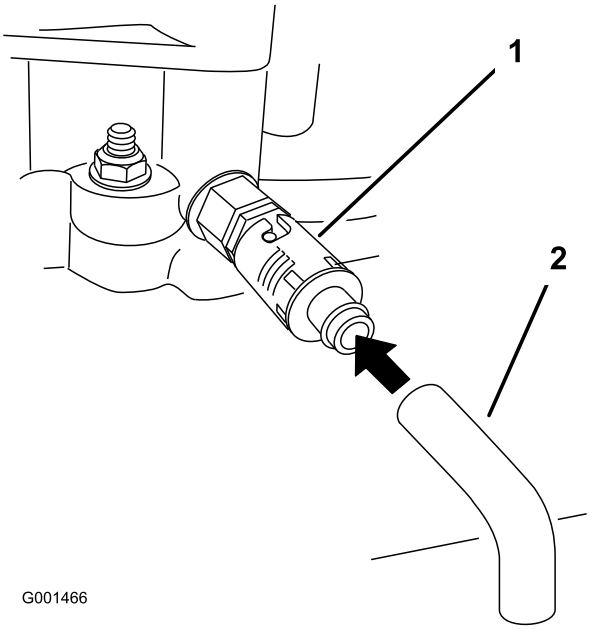

Figura 29
6. Coloque un recipiente debajo del tubo de vaciado. Gire la válvula de vaciado para que se drene el aceite (Figura 29).
8. Retire el tubo de vaciado (Figura 29).